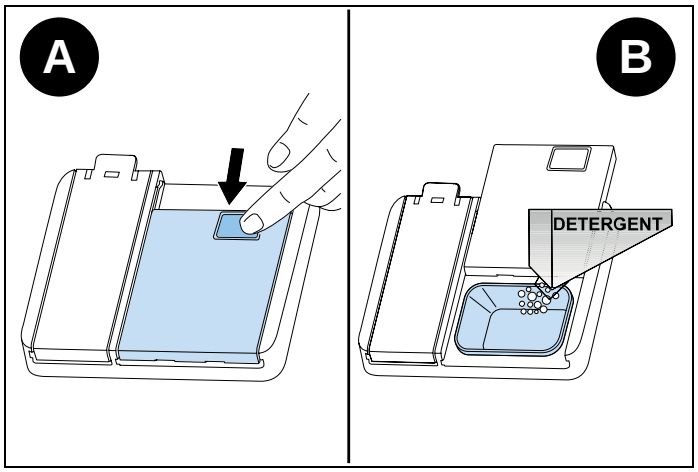

Fig. 65
1) Empuje el pestillo para abrir el recipiente de detergente como se muestra en la imagen (Fig. 65 A)
2) Vierta/ponga el detergente en el dispensador (Fig. 65 B)